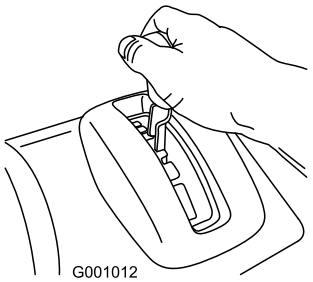

Figur 11
1. Sæt farthåndtaget i den ønskede fremadgående position, og sørg for, at det låses fast i hakket (Figur 11).